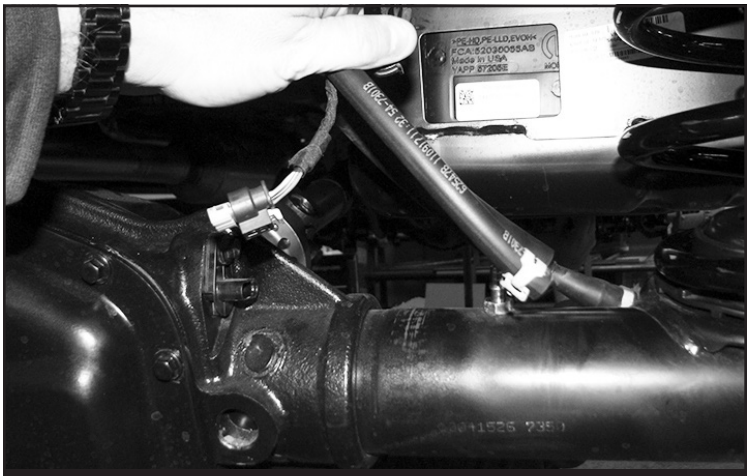

FIGURE 27 - STEP 27
27. Unplug the locker harness from the axle **(RUBICON MODELS ONLY) SEE FIGURES 27**